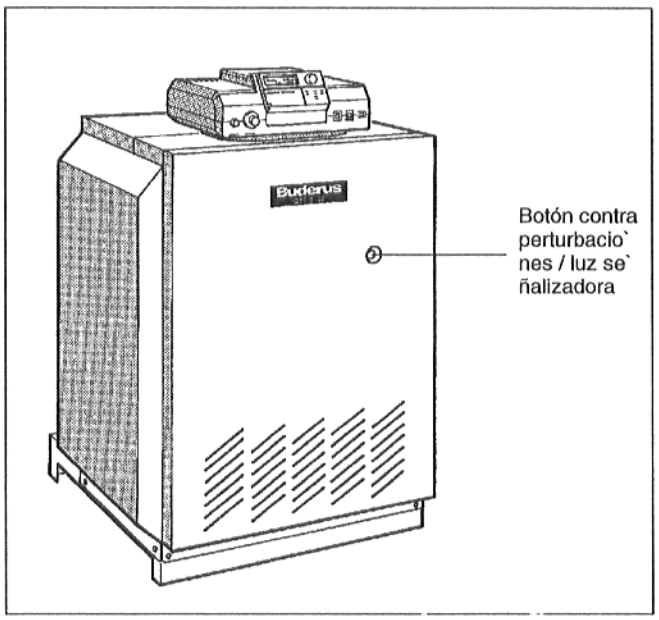

Fig. 6: Botón contra perturbaciones
- Si se enciende la luz de señalización en el botón contra perturbaciones (Fig. 6), presionar dicho botón.